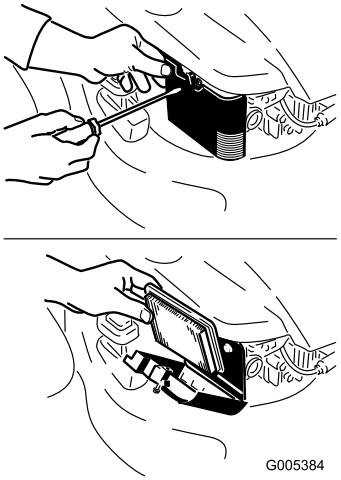

Bild 28
2. Öffnen Sie die Luftfilterabdeckung und nehmen Sie den alten Luftfilter heraus (Bild 28).